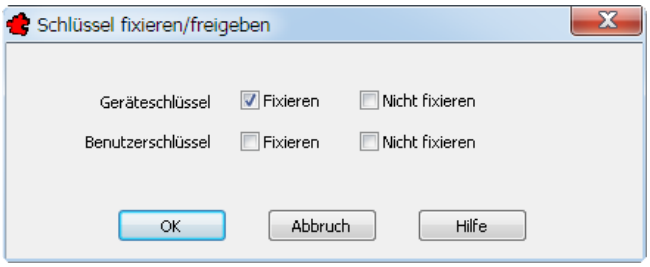

Bild 34.10 – Schlüssel fixieren oder freigeben
- rufen Sie *Schlüssel fixieren / freigeben* auf. Die gleichnamige Dialogbox erscheint (Abb. 34.10).